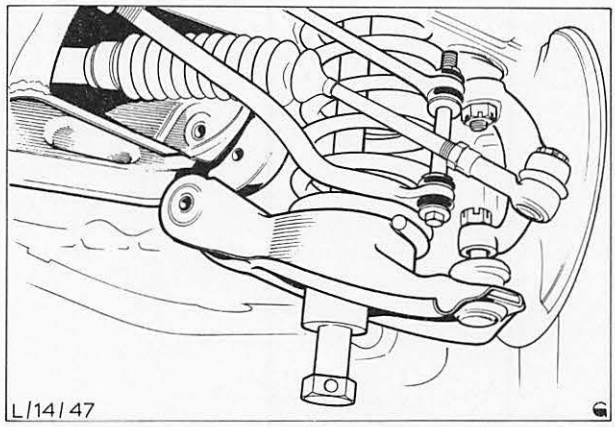

Abb. 41 Unteren Querlenker in den Verbindungsrahmen einsetzen
15. Äußere Anlageflächen der Lagerbuchse im unteren Querlenker mit Glyzerin oder Flüssigkeit nach FORD-Spezifikation ESEA-M2C-1001-A benetzen. Querlenker in Verbindungsrahmen einsetzen, Abb. 41, und Schraube mit Mutter anbringen. Dabei darauf achten, daß der Schraubenkopf nach vorne (in Fahrtrichtung) zeigen muß. Die Mutter nur lose aufschrauben.